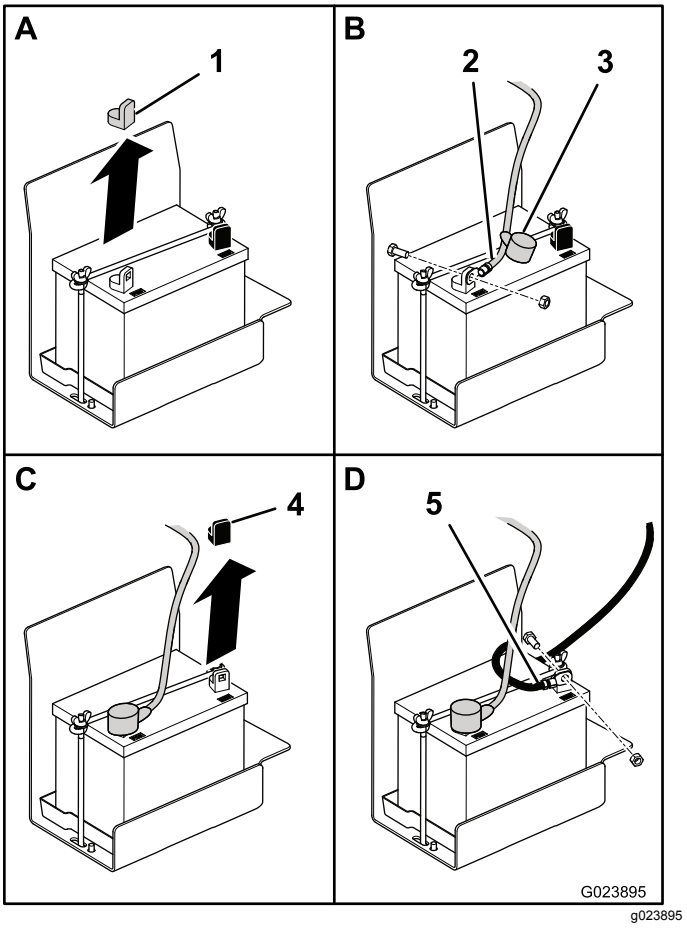

Figur 5
2. Ta bort det röda plastskyddet från batteriets pluspol (Figur 5).